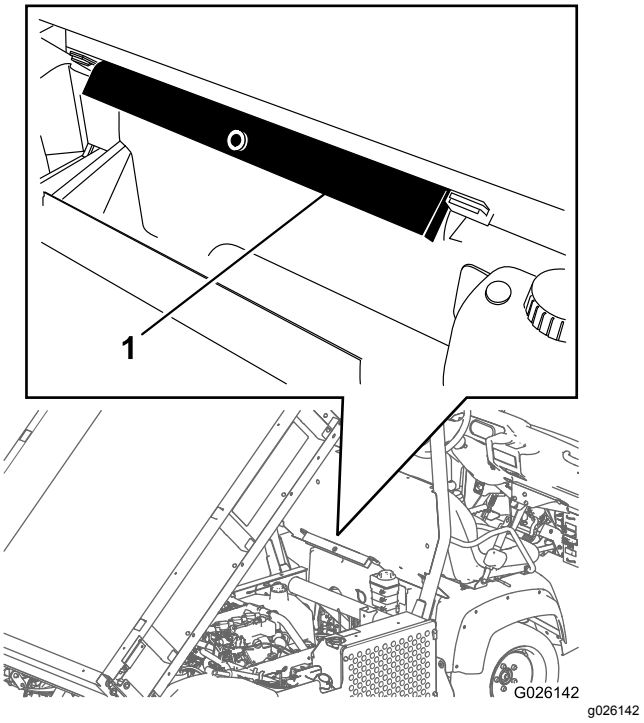

Figura 21
2. Rimuovete il supporto del pianale dalle staffe di stoccaggio sulla parte posteriore del pannello del ROPS (Figura 21).